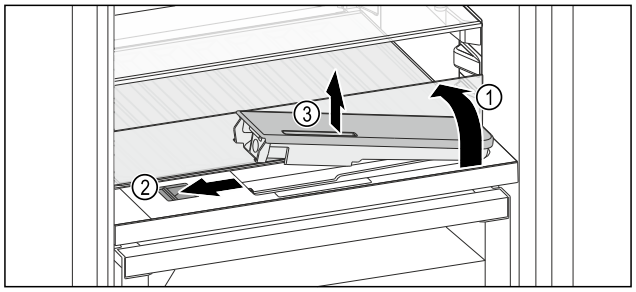

Fig. 124
▶ Lift the glass panel and fold towards the rear until it clicks into place *Fig. 124 (1)*.
▶ Slide the slider *Fig. 124 (2)* to the left.
▶ Remove the water tank *Fig. 124 (3)*.